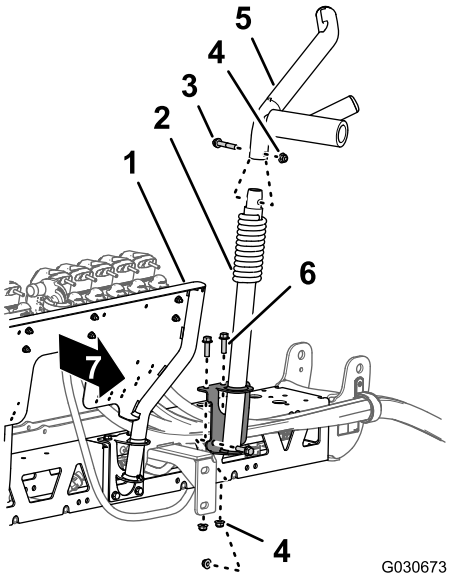

Figur 123
4. Rikta in hålen i monteringsfästet på den nya vänstra nedre sprutrampshållaren med hålen i den nya centersprutrampssektionens ovansida och framsida (till vänster om grenrörsfästet) enligt (Figur 123).
6. På den vänstra nedre hållaren monterar du den övre hållaren som du tog bort i steg 1 i Ta bort sprutramphållaren (sida 36) på den nedre hållaren (Figur 123) med flänsskruven (3/8 x 2 tum) och flänslåsmuttern (3/8 tum).